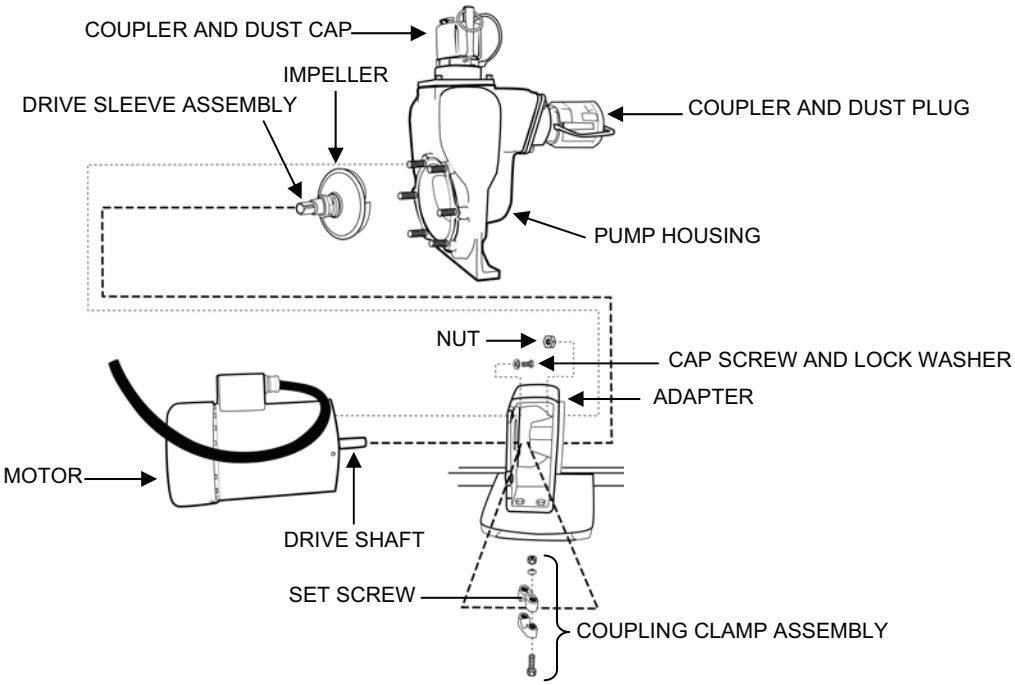
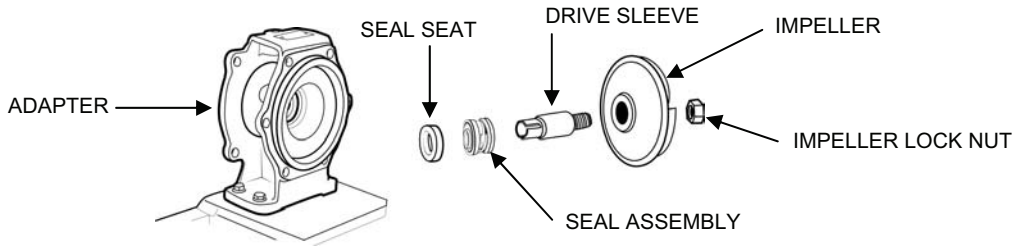

Figure 4. Pump P-7 Electric Motor Replacement.
Figure 5. Drive Sleeve, Impeller, and Seal Assembly.
Replace the P-7 Pump electric motor as follows (see Figure 4 and Figure 5):
f. Remove the lock nut and drive sleeve from the impeller (see Figure 5). Discard the sleeve and the seal assembly. Attach the new sleeve to the impeller using the lock nut.